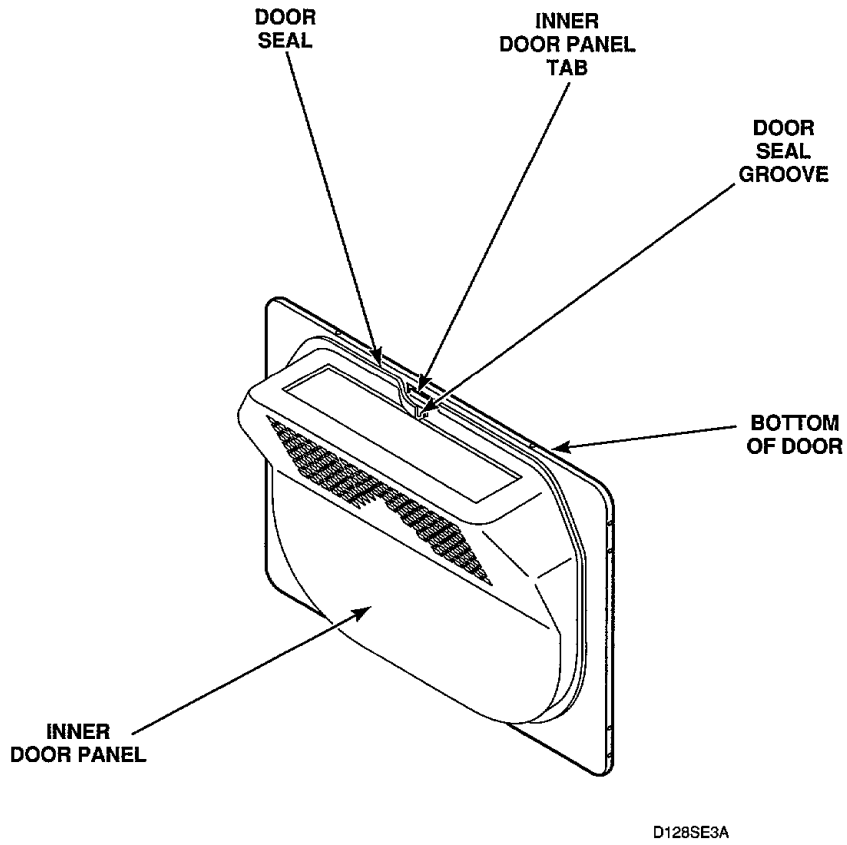

Figure 25
b. Grasp either end of door seal at bottom of door and remove seal from tabs on inner door panel, *Figure 25.*
NOTE: When replacing seal, make sure seal is not stretched or distorted and the groove in the seal is installed on each tab on inner door panel, *Figure 25,* and the split in the seal is at the bottom of the door.